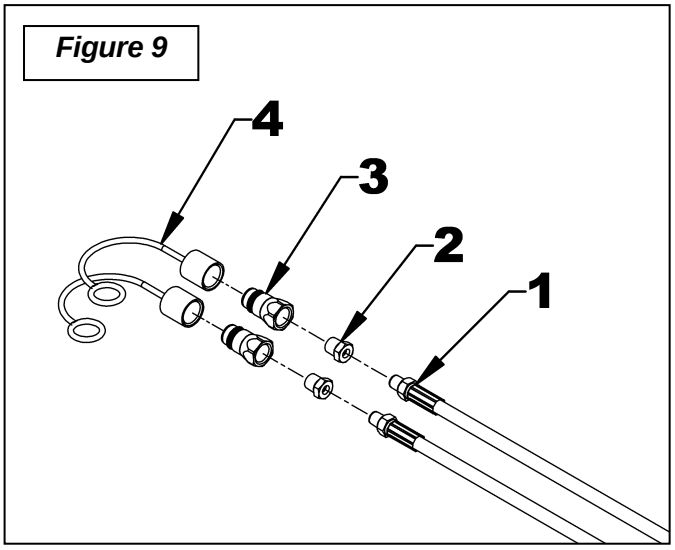

Figure 9
4. **Figure 9:** **NON FOURNI**: En utilisant du scellant à filets, installer un réducteur 1/4" NPT femelle x 1/2" NPT mâle (item 2), un accouplement rapide mâle (item 3) et un capuchon protecteur (item 4) au bout de chaque embout droit des boyaux (item 1).